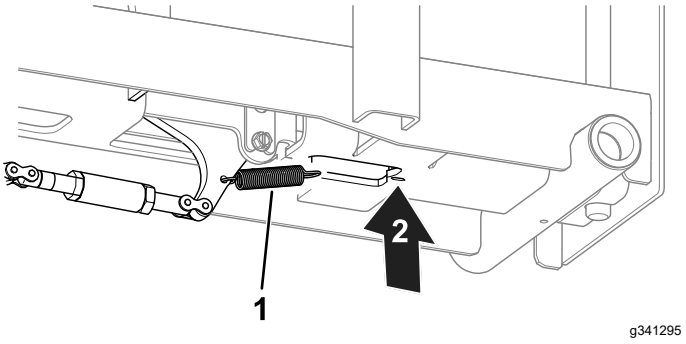

**Figuur 15**
9. Verbind de veer met de wielaanslag en onderkant van de oprijplaat (Figuur 15).